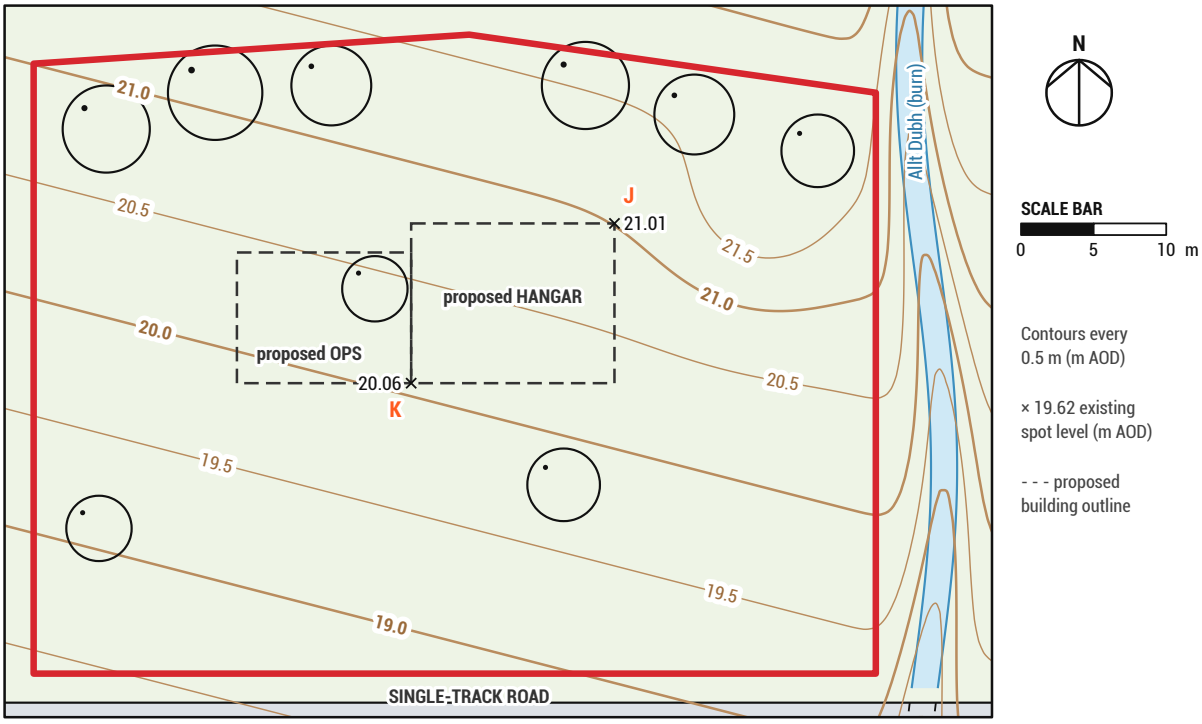

**Fig 1** Topographical survey extract: contours every 0.5 m, existing spot levels J and K at two corners of the proposed hangar.
**2** Fig 1 is part of the topographical survey of the site, with the proposed building outline added.